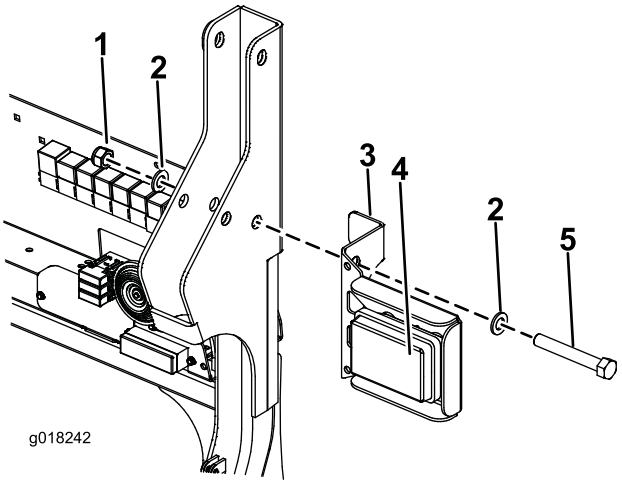

Figure 3
9. Alignez le trou supérieur du support de feu arrière droit sur le trou de la structure ROPS et insérez le boulon M16 x 110 mm (Figure 3) neuf. Réutilisez les rondelles existantes.